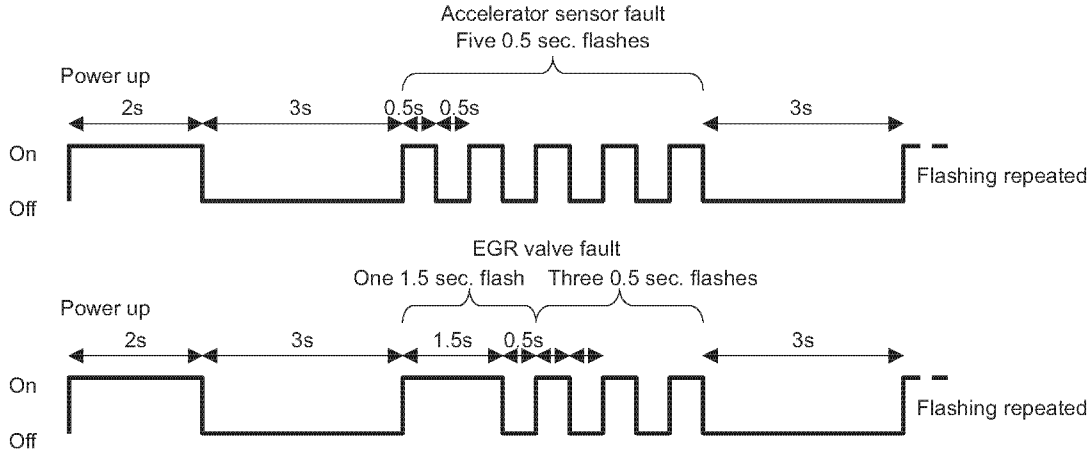

***Figure 2***
**Figure 2** exemplifies flashing patterns that represent an accelerator fault (5 flashes) or EGR valve fault (1 to 3 flashes) occurring at power up. If multiple faults occur simultaneously, the indicator indicates all the faults in order of smaller to larger number of flashes.